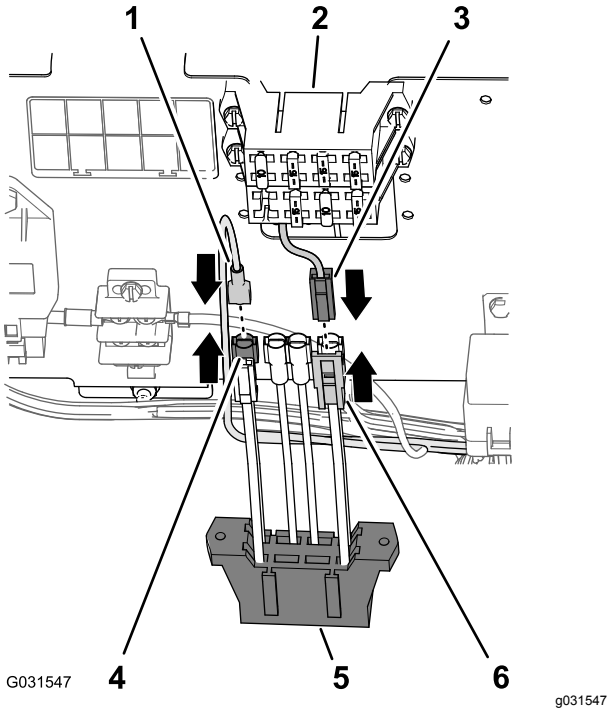

Figur 204
1. Tilslut konnektoren med flade stikben på ledningsnettet til finishingsættet til sokkelkonnektoren på den ekstra sikringsblok (Figur 204).
2. Tilslut 2-benkonnektoren til de ekstra indføringsledninger på sikringsblokken til maskinen til 2-sokkelkonnektoren til indføringsledningerne til den ekstra sikringsblok (Figur 204).